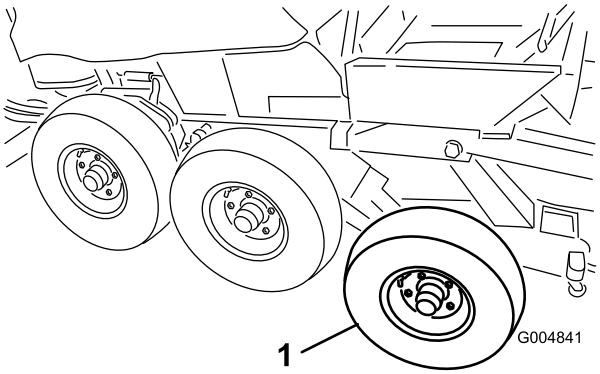

Figur 52
20. Fjern for- og midterdækkene fra vintersamlingen (Figur 52).